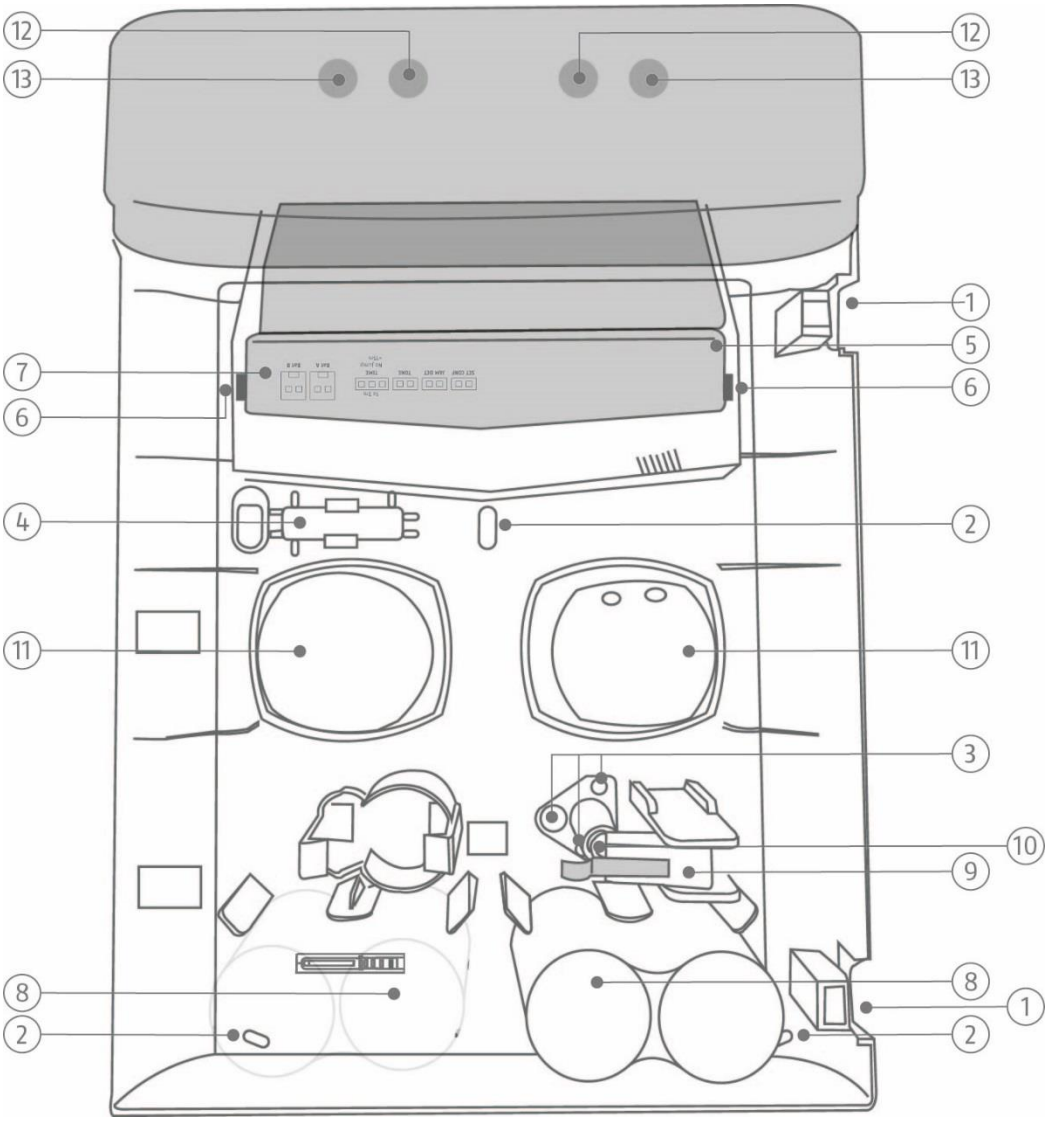

Figure 1 : aperçu de la sirène
- Ouvrez les deux caches des deux vis de serrage du couvercle (voir fig. 1).
- Retirez le cache de pont / de raccordement (voir fig. 1) en poussant les deux brides de fixation (voir fig. 1) vers l'extérieur et en soulevant en même temps le cache.